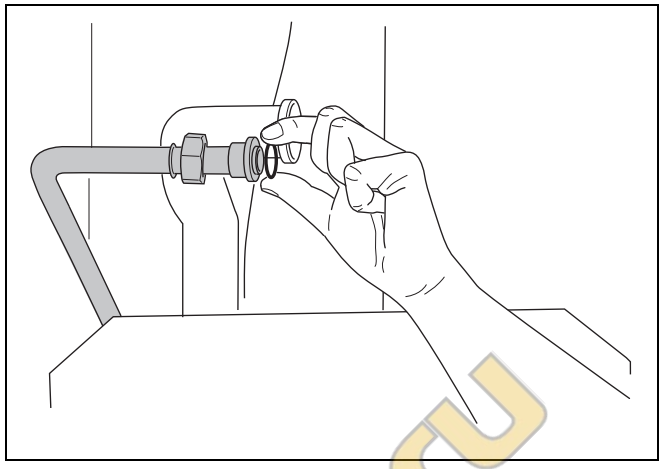

Рис. 44 Замена плоского уплотнения газопровода
- плоское уплотнение между газопроводом и газовоздушным блоком (→ рис. 44),
- Замените плоское уплотнение между газопроводом и газовоздушным блоком (→ рис. 44).